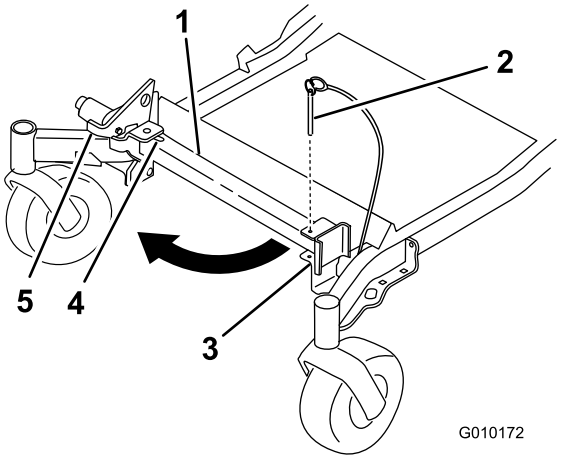
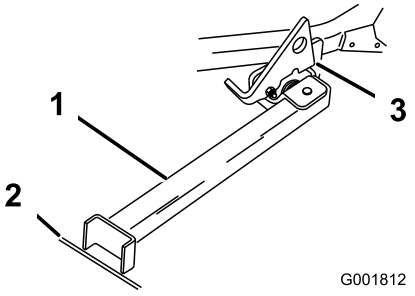

Figur 41
Figur 42
2. Monter brakettpinnen (Figur 41).
3. Hev spaken. Sving stativets fot ut og skyv stativet mot maskinen, inn i bunnen av slissen (Figur 41 og Figur 42).
4. Plasser stativets fot på bakken og hvil spaken på dreietappen (Figur 42).
Merk: For best resultat, plasser stativets fot på skjøter i fortauet eller ned i gressmatten (Figur 42).
6. Kjør opp på stativet. Stopp når spaken faller ned over tappen i låst stilling (Figur 42). Når maskinen er på stativet, sett på parkeringsbremsen og slå av motoren.
5. Plasser stativet i hvilestilling igjen (Figur 41).